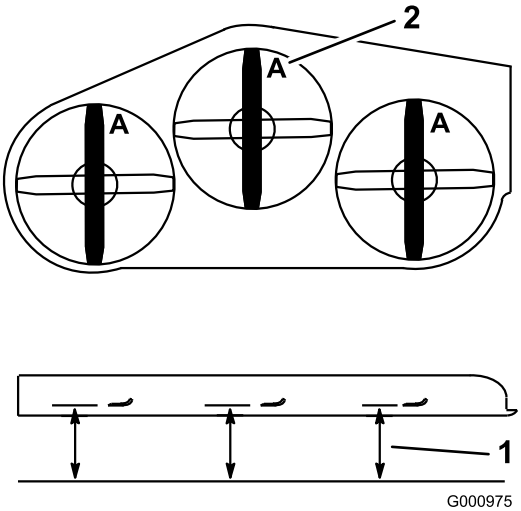

Rysunek 88
3. Obracaj ostrza, aż końce będą skierowane do przodu i do tyłu (Rysunek 88). Dokonaj pomiaru odległości od poziomej powierzchni do krawędzi tnącej ostrzy, w położeniu **A** (Rysunek 88). Zanotuj ten wymiar.